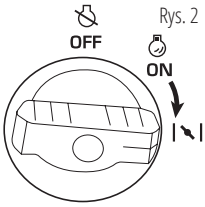

Rys. 2
4. Ustaw wielofunkcyjny wyłącznik silnika w pozycji „Przepustnica powietrza” (Rys. 2).
6. Ustaw wielofunkcyjny wyłącznik silnika w pozycji „ON” (Rys. 2).